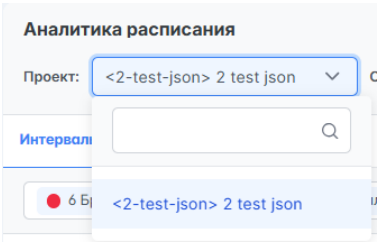

Рисунок 235 – Выбор проекта
1. Выбрать проект расписания. Для выбора проекта необходимо нажать на ⌄ в соответствующем поле, откроется список доступных проектов (рисунок 235), далее нажать на название требуемого. Выбранный проект во всплывающем списке при повторном нажатии на ⌄ будет выделен синим цветом. При выборе проекта доступен поиск по названию. Для выполнения поиска необходимо ввести искомое в поле поиска – 🔍. Проекты, удовлетворяющие условиям поиска, автоматически отобразятся в списке. Поиск не чувствителен к регистру.